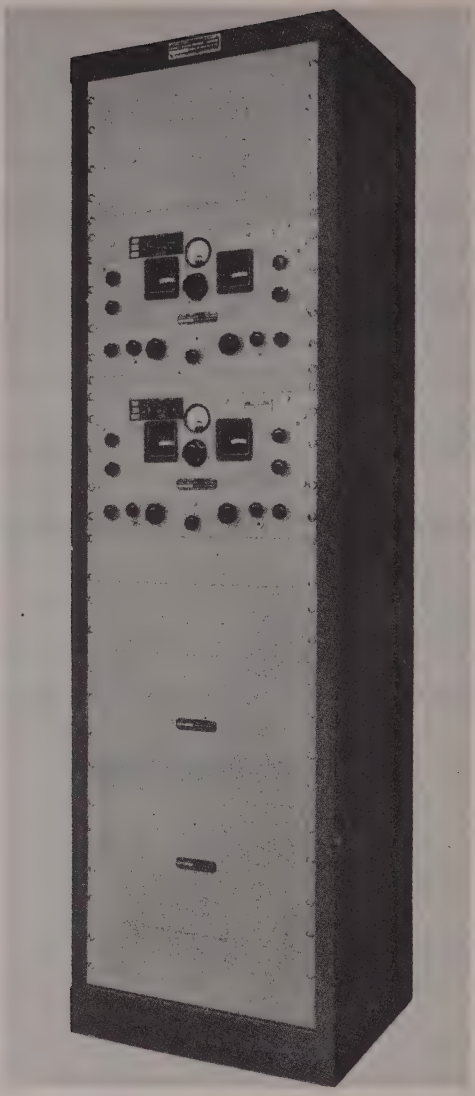

Figure 1. Radio Receiving Sét AN/FRR–12.
Radio Receiving Set AN/FRR–12 (figs. 1, 3, and 4) is a fixed station set designed to avoid the effects of fading and primarily designed for use in a point-to-point radio-teletype system of communication. The term *fading* is intended to denote variations in signal strength over extremely short periods of time and is not to be confused with slow signal variations which may occur from hour to hour, day to night, or season to season.
Radio Receiving Set AN/FRR–12 consists of a standard Rack MT–660( )/FRR–12 which contains two identical receivers and their power supplies (figs. 1, 3, and 4).
a. Rack MT–660( )/FRR–12 (figs. 1, 3, and 4). This standard radio rack has the receivers and power supplies mounted in it so that their controls are accessible at the front. A door on the back of the rack allows access to the chassis of the receivers and power supplies for servicing. The door contains an inverted box which must be reversed when Dual Diversity Converter CV–31/TRA–7 is installed in the rack.